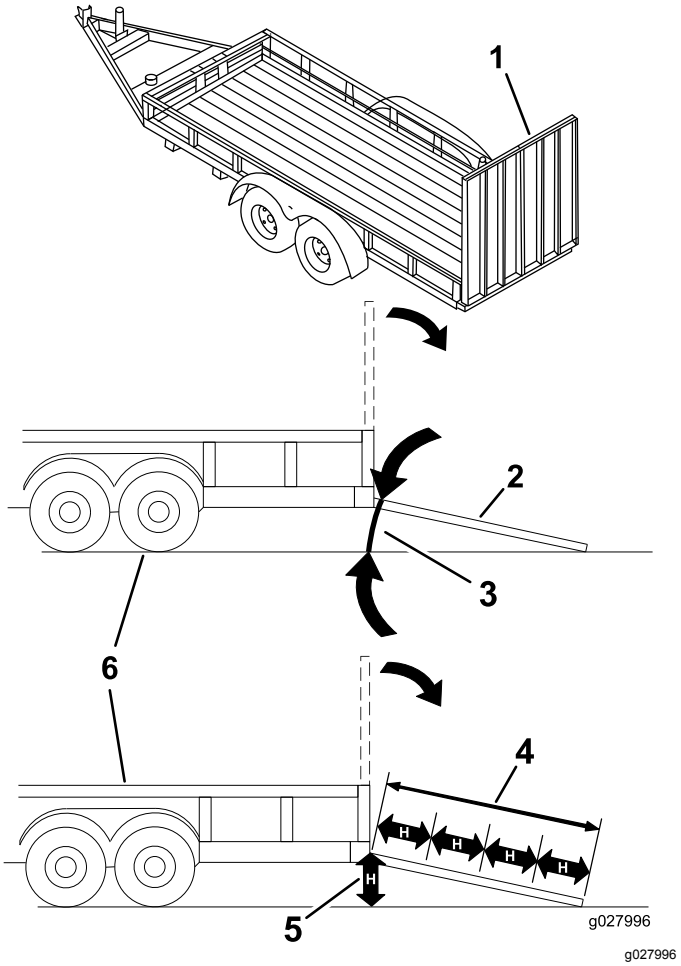

**Figuur 43**
**Als een machine wordt geladen op een aanhanger of een vrachtwagen, wordt de kans vergroot dat de machine kantelt. Dit kan ernstig lichamelijk letsel of de dood veroorzaken (Figuur 43).**
3. Laat de oprijplaat zakken; zorg dat de hellingshoek van de oprijplaat ten opzichte van de grond niet groter is dan 15 graden (Figuur 43).
1. Laat de oprijplaat zakken; zorg dat de hellingshoek van de oprijplaat ten opzichte van de grond niet groter is dan 15 graden (Figuur 43).